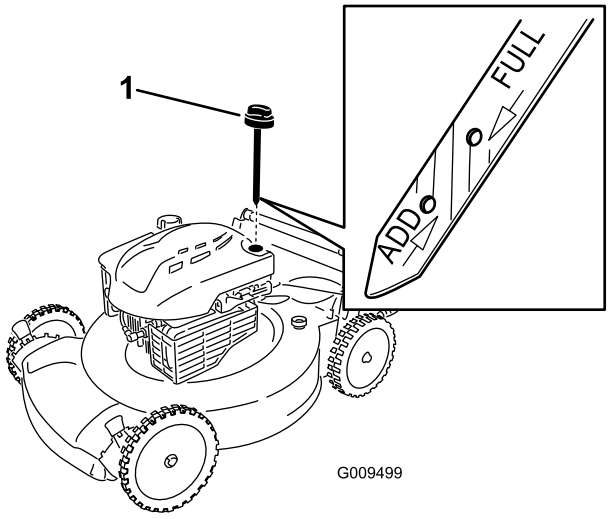

Figur 5
2. Ta ut oljestickan (Figur 5) och häll i ungefär 3/4 av vevhusets oljekapacitet i påfyllningsröret för olja.
5. Ta ut oljestickan och läs av oljenivån, se Figur 5.